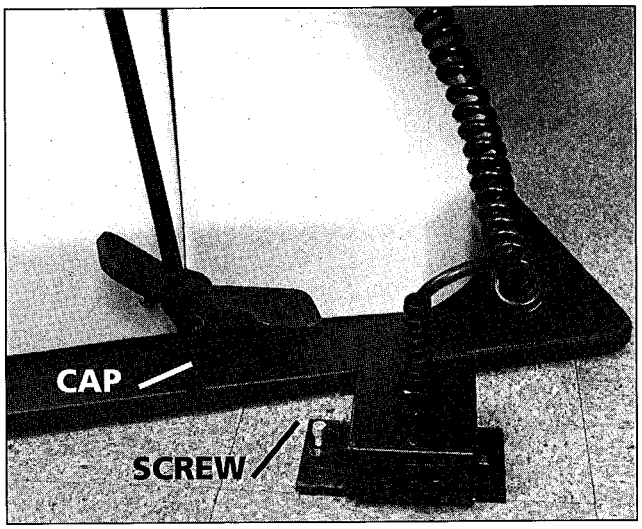

Figure 9
5. Locate the caps on chair base (Figure 9). Remove the cap nearest the link with a flathead screwdriver.
a. Remove 5/16" screw from the link with a Phillips head screwdriver (Figure 9).